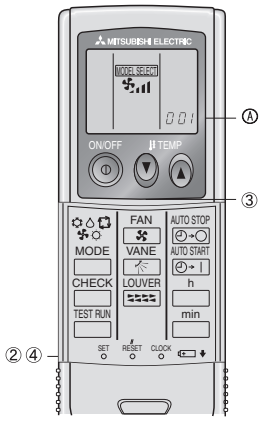

Fig. 6-6
3) Programmation (Fig. 6-6)
① Introduire les piles.
② Appuyer sur le bouton SET à l'aide d'un objet pointu.